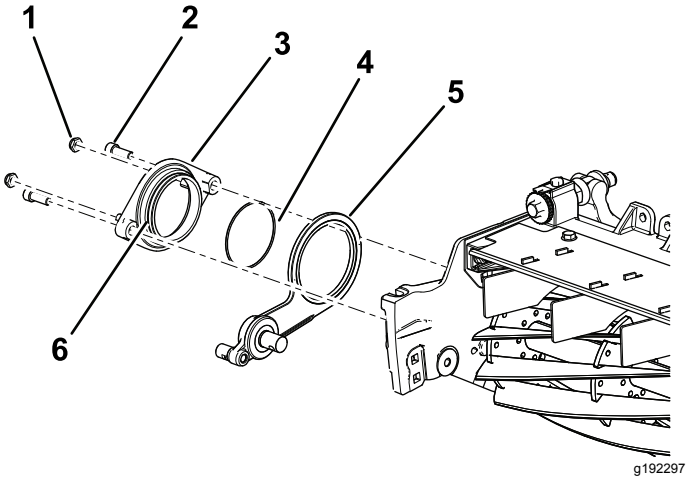

图9
3. 在枢轴轮毂组件外径上涂抹防粘剂图9。
4. 用 2 个六角螺栓⅜ x ¾ 英寸将枢轴轮毂固定到滚刀的怠轮总成上图9。
5. 将 2 个锁紧螺母松松地安装到枢轴轮毂上图9。